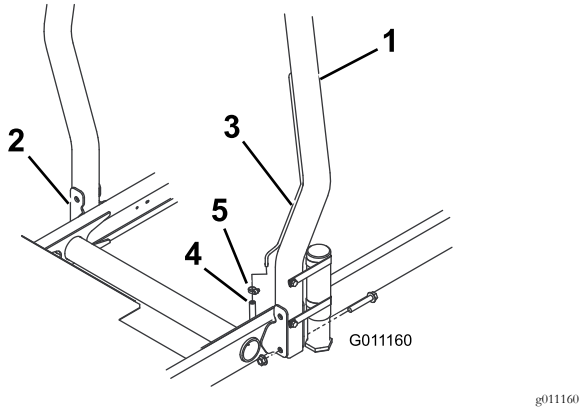

Figuur 12
1. Breng de rolbeugel omlaag op de montagebeugels van de tractie-eenheid en lijn de montage-openingen uit. Controleer of de ontluchtingsbuis van de rolbeugel zich aan de linkerkant van de machine bevindt (Figuur 12).
2. Bevestig de beide zijden van de rolbeugel aan de montagebeugels met 2 flenskopbouten en borgmoeren (Figuur 12). Draai de bevestigingen vast met een torsie van 81 N·m.